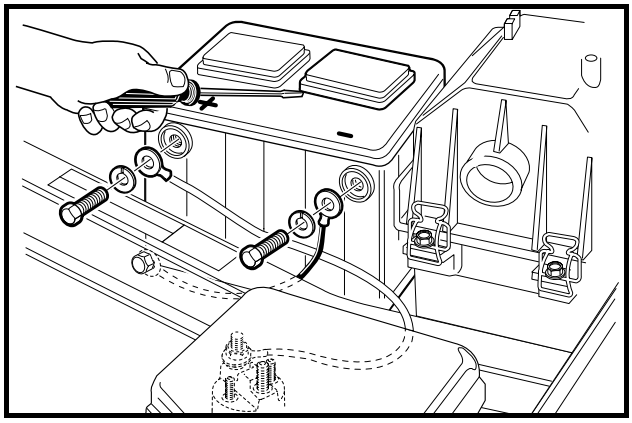

Figure 25 Battery
The battery in a Bobcat vehicle is a 12-volt, low-maintenance battery that requires infrequent checks **(Figure 25)**. Electrolyte level should be checked semiannually.
5. Use a flat blade screwdriver, and carefully remove the battery cell caps from the battery **(Figure 25)**. **See following WARNING.**